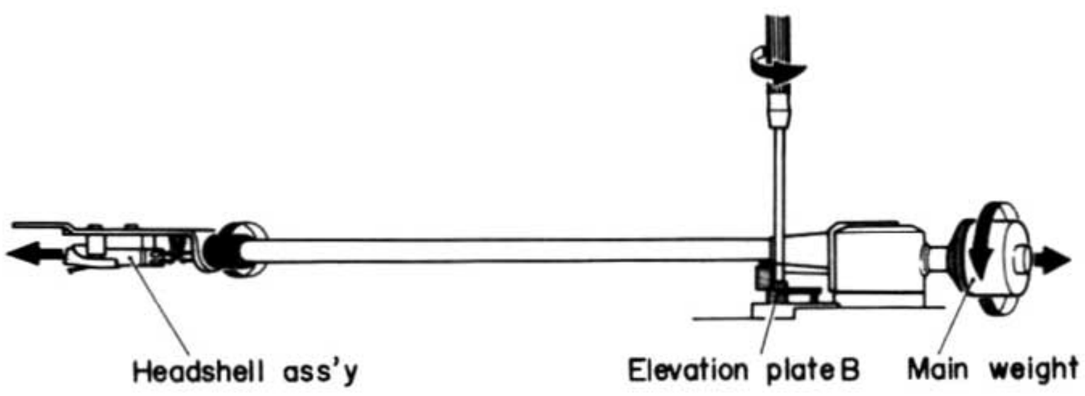

Fig. 2
1) Remove the headshell assembly, main weight and plate B (elevation). (See figure 2'